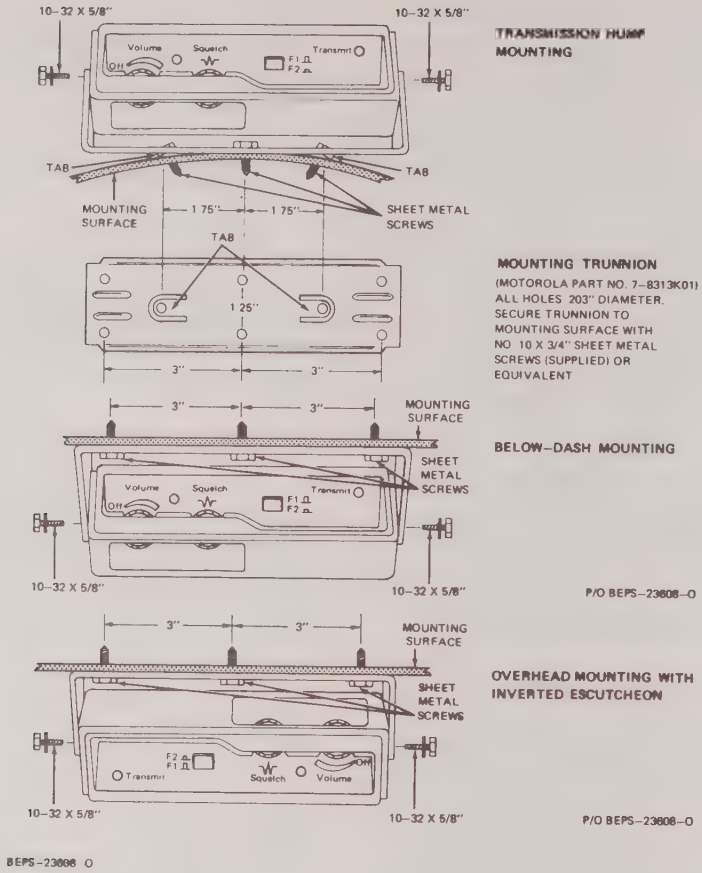

Figure 2. Radio Mounting Detail
Step 3. Mount the radio set trunnion mounting bracket. See Figure 2.